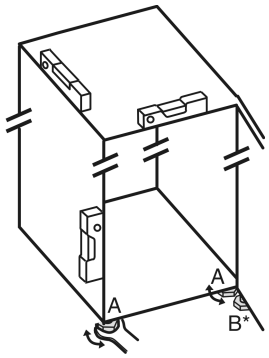

*Fig. 45*
▶ Stelvoetjes *Fig. 45 (A)* met meegeleverde steeksleutel en met behulp van een waterpas er uit draaien tot het apparaat vast en vlak is uitgelijnd.
▶ Stelvoetje *Fig. 45 (B)* op het lagerblok losdraaien met de bijgeleverde steeksleutel totdat deze op de vloer rust.
▶ Draai de verstelbare poot *Fig. 45 (B)* maximaal 90° verder om beschadiging van de deur te voorkomen.